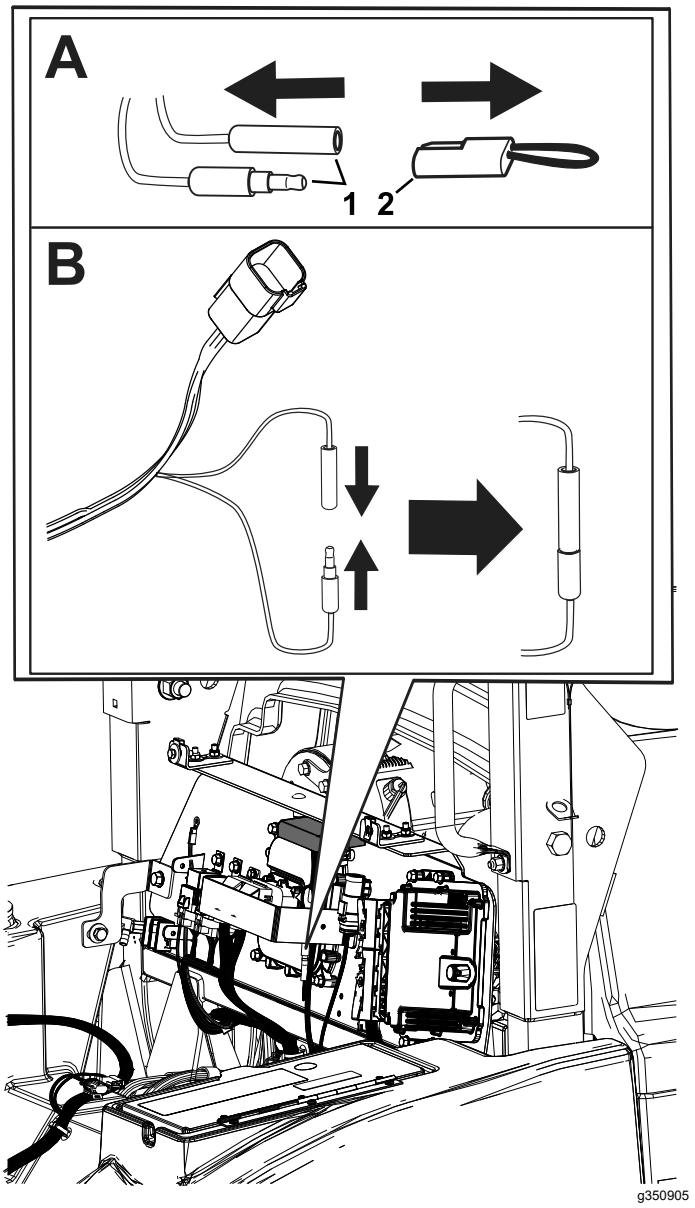

Figure 5
1. While on a flat surface, remove the plug from the calibration connectors (Figure 5).
2. Plug the calibration connectors together as shown in Figure 5.